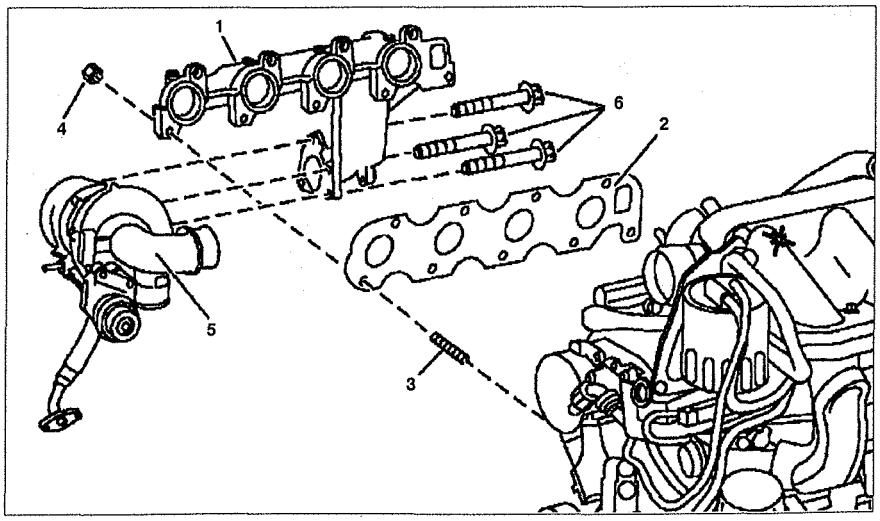

Рис. 5.9. Выпускной коллектор:
1. Снимите турбонаддув **5** (см. рис.5.9).